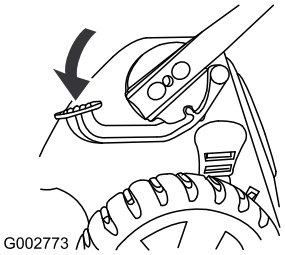

Figuur 51
1. Houd het pedaal ingetrapt (Figuur 51).